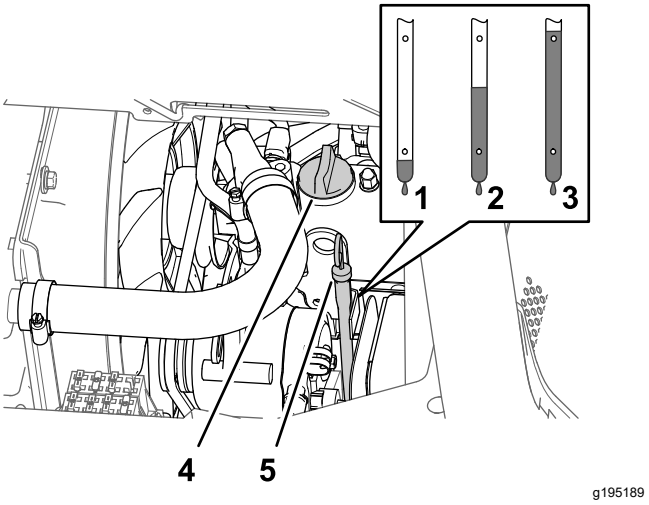

**Figur 80**
5. Ta bort oljepåfyllningslocket från ventilkåpans påfyllningsrör i motorn (Figur 80) och häll sakta i cirka 80 % av den angivna oljevolymen i motorn via oljepåfyllningsröret.
6. Ta ut oljestickan och kontrollera oljenivån i motorn (Figur 80).
7. Tillsätt långsamt ytterligare angiven olja så att nivån når upp till markeringen full på oljestickan (Figur 80).
8. Sätt tillbaka oljepåfyllningslocket på påfyllningsröret och oljestickan i sitt rör (Figur 80).